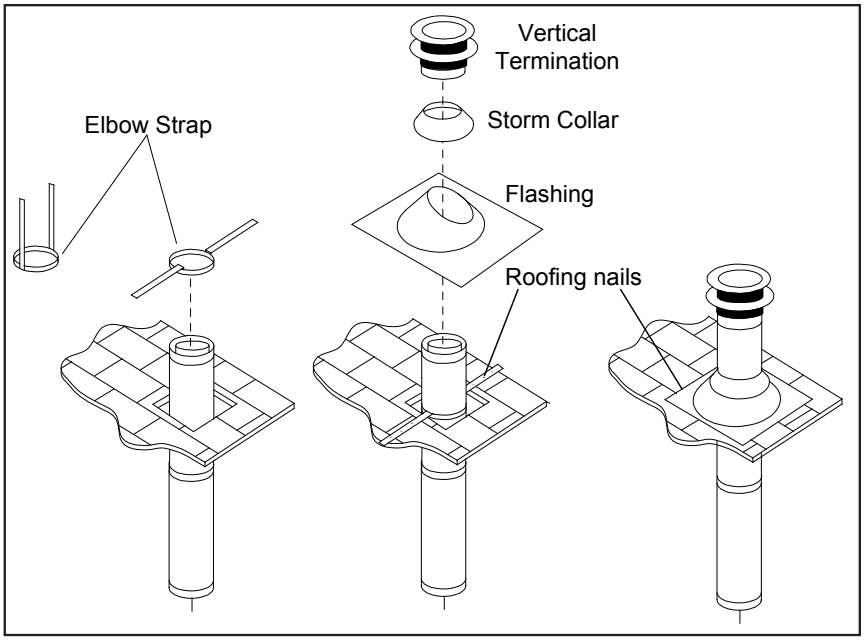

Figure 34: Vertical Vent Termination Installation.
6. Once the pipe sections have been joined, and run up through the hole in the roof, slip an elbow strap over the exposed sections, bend the support straps outwards, and push the elbow strap down to the roof level, as shown in Figure 34. Tighten the clamp around the pipe section. Use a level to make sure the pipe is truly vertical. With roofing nails, secure the support straps to the roof. Seal the nails holes heads with non-hardening mastic. Trim the excess length of
7. Slip the flashing over the pipe section protruding through the roof. Secure the base of the flashing to the roof with roofing nails. Use a non-hardening sealant between the uphill edge of the flashing and the roof. Insure the roofing material overlaps the top edge of the flashing as shown in Figure 34. Verify that you have at least the minimum clearance to combustibles at the roof line.
9. Slip the storm collar over the pipe, and push it down to the top of the roof flashing as shown in Figure 34. Use the non-hardening sealant around the joint between the pipe and the storm collar.